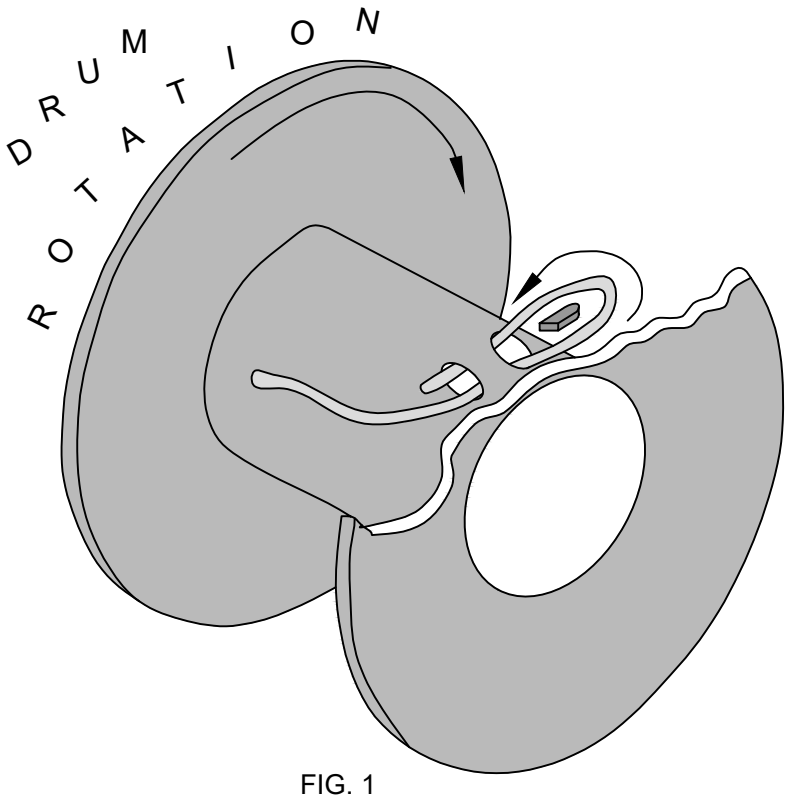

FIG. 1
STEP 3: INSERT WIRE ROPE END INTO POCKET OPENING ON WINCH, WRAP AROUND WEDGE, AND BACK THROUGH POCKET OPENING AS SHOWN IN FIGURE 1.
Each valve station incorporates [2] hydraulic ports and [2] coils. Manual override shafts are located in the center of the coils (see figure 1). Manual override decals are placed on each crane inside the plastic cover near the valve assembly. These decals provide a visual aid that helps the operator determine the function designations.